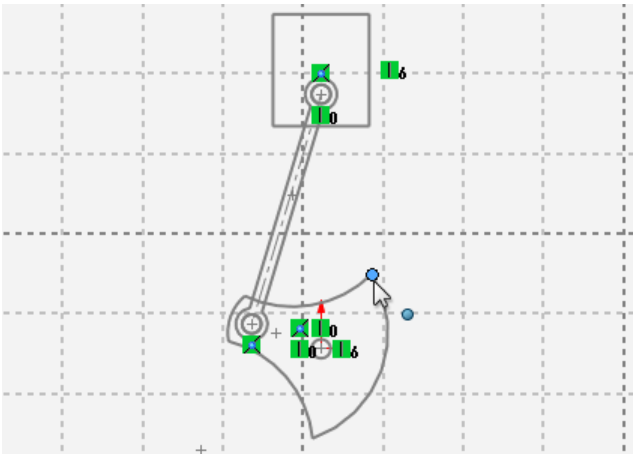

Figure 2-35 Point selected to view the motion of the mechanism
4. To view the motion of the mechanism, press and hold the left mouse button on the point, as shown in Figure 2-35, and then rotate the cursor in the clockwise direction.